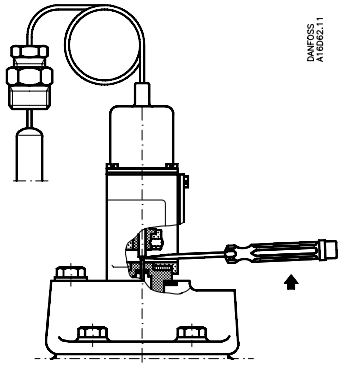

Fig. 4
Snavspartikler kan man forsøge at fjerne som vist på fig. 4. Stik en skruetrækker ind mellem pilotkeglens spindel (8) og trykstangen (4). Når skruetrækkeren vippes, presses pilotkeglen nedad, og ventilen åbner for fuld kølevandsgennemstrømning gennem ventilen.
Efter monteringen eller efter et eftersyn skal vandventilen skylles kraftigt igennem i nogle minutter for at fjerne evt. snavs fra rørledninger m.v. Se fig. 4.